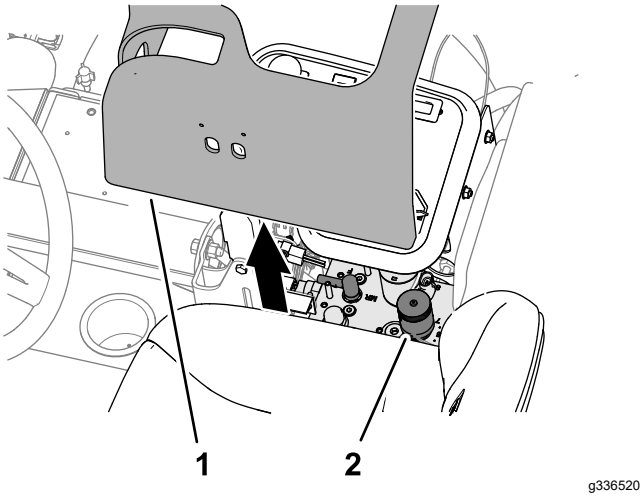

Rysunek 49
2. Zdejmij pokrywę z ramienia sterowania (Rysunek 49).